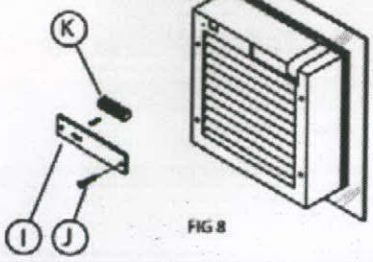

FIG 8
4.8 Remove the screws (J) from the connection box cover (I). (FIG 8)
5.8 Remove the screws (J) from the connection box cover (I). (FIG 8)